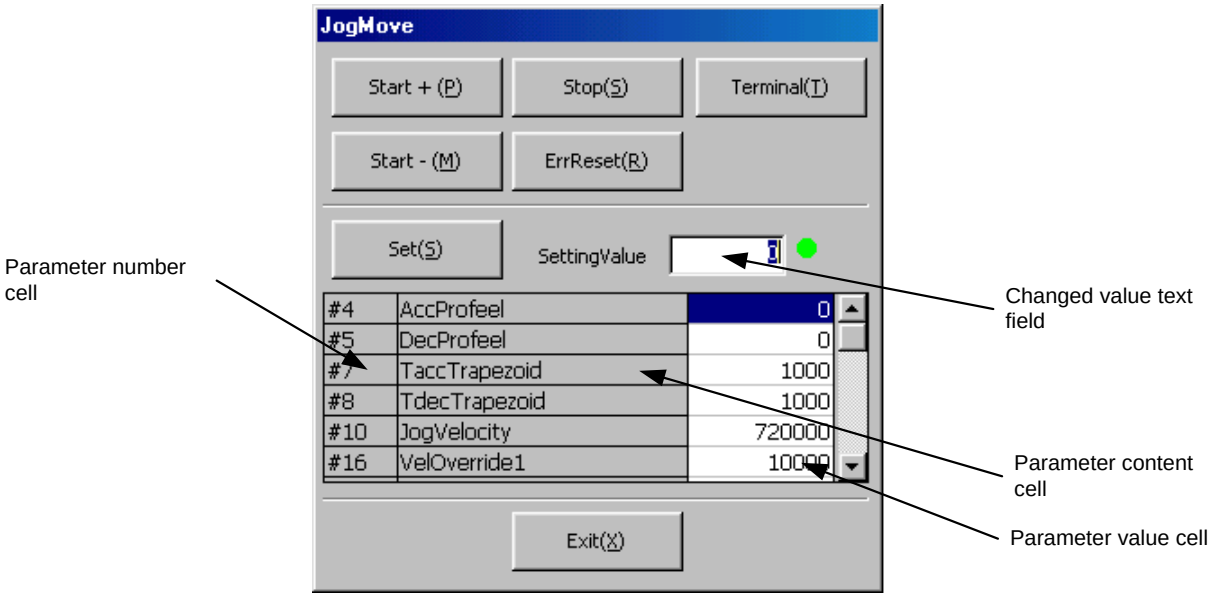

Figure 7.26 "JogMove" dialog box
1) Click *"Terminal (T)."*
Click *"Jog (J)"* in the "DriveMenu" dialog box to display the "JogMove" dialog box (see Figure 7.26). If the connection with the driver is established, the current values of the related parameters are read and can be edited.